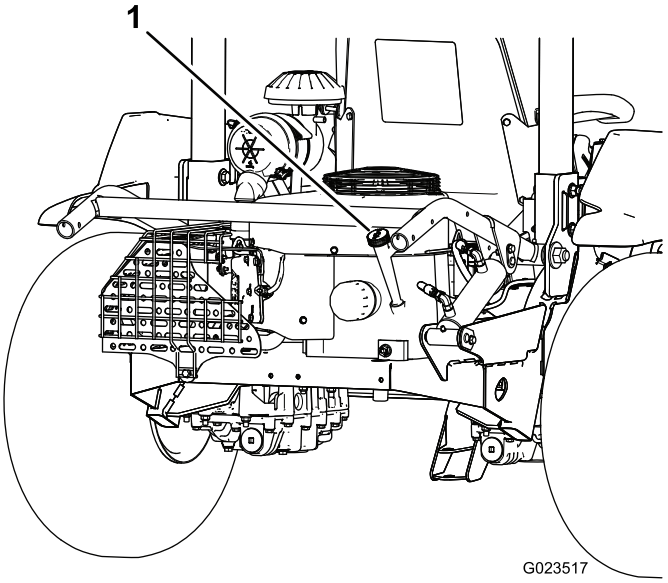

Figur 15
3. Fjern målepinden (Figur 15), og tør den af med en ren klud (Figur 16).